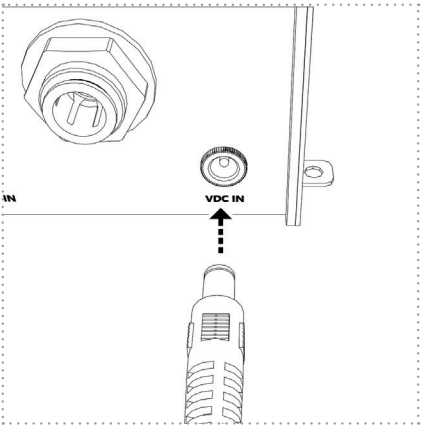

Abbildung: 20
5. Stecken Sie jetzt den Stecker des Anschlusskabels (Spannungsversorgung) in die davor vorgesehene Anschlussbuchse an der UV-Einheit (Abbildung 20).